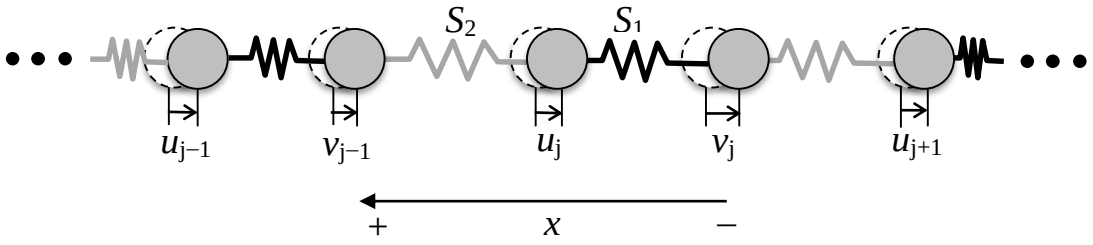

図 2
2. 次に，図 2 に示すように質量 M の原子がバネ定数 S_1 と S_2 のバネで交互につながれた一次元鎖を考える。隣接原子間距離の平衡値が $a/2$ である。図 2 に示すように，原子は両隣の原子とのみ相互作用し，各原子は x 軸方向のみに変位するものと考える。以下の問いに答えよ。